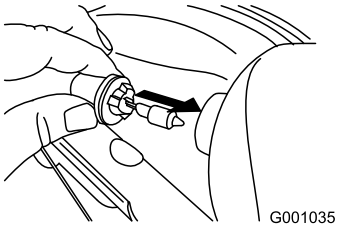

Figur 56
4. Sätt i en ny lampa på strålkastarens baksida (Figur 56).